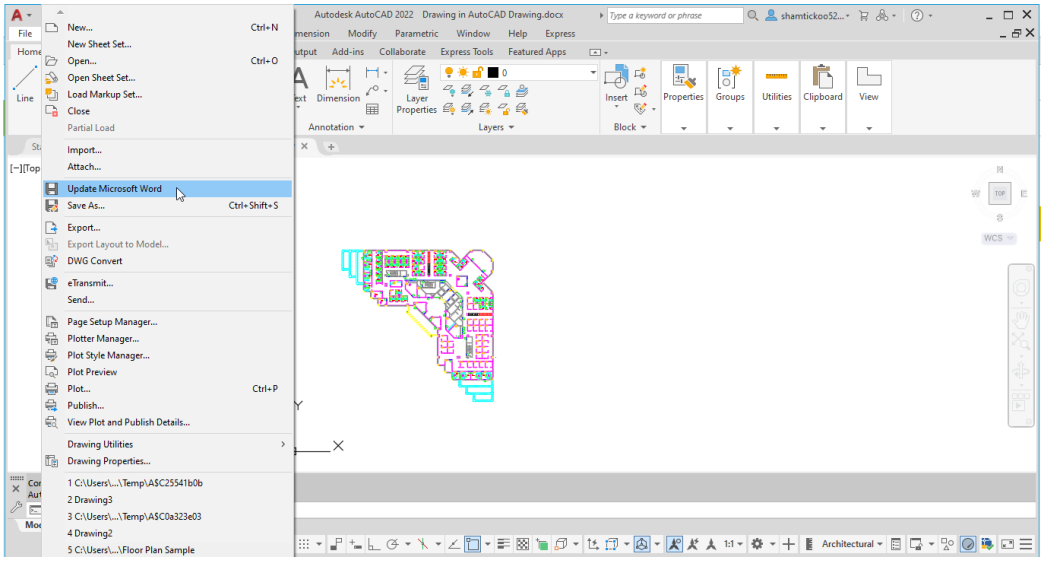

Figure 21-24 *Updating the AutoCAD drawing in Microsoft Word*
9. After you have finished modifying your drawing, choose the **Update Microsoft Word** option from the **File** menu in the server (AutoCAD), refer to Figure 21-24. To display the menu bar, click on the down arrow in the **Quick Access Toolbar** and select **Show Menu Bar**. AutoCAD automatically updates the drawing in MS Word (container application). Now, you can exit this temporary file in AutoCAD.